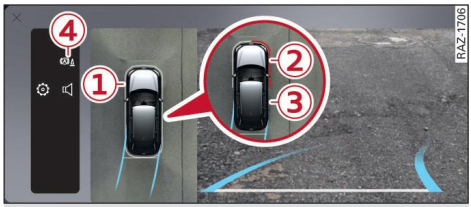

Fig. 125 Centre display: Manoeuvre assist
▸ To temporarily deactivate all interventions/warnings, press (4) ⇨ *page 223, Fig. 125* on the centre display and confirm the deactivation. The symbol will be displayed.